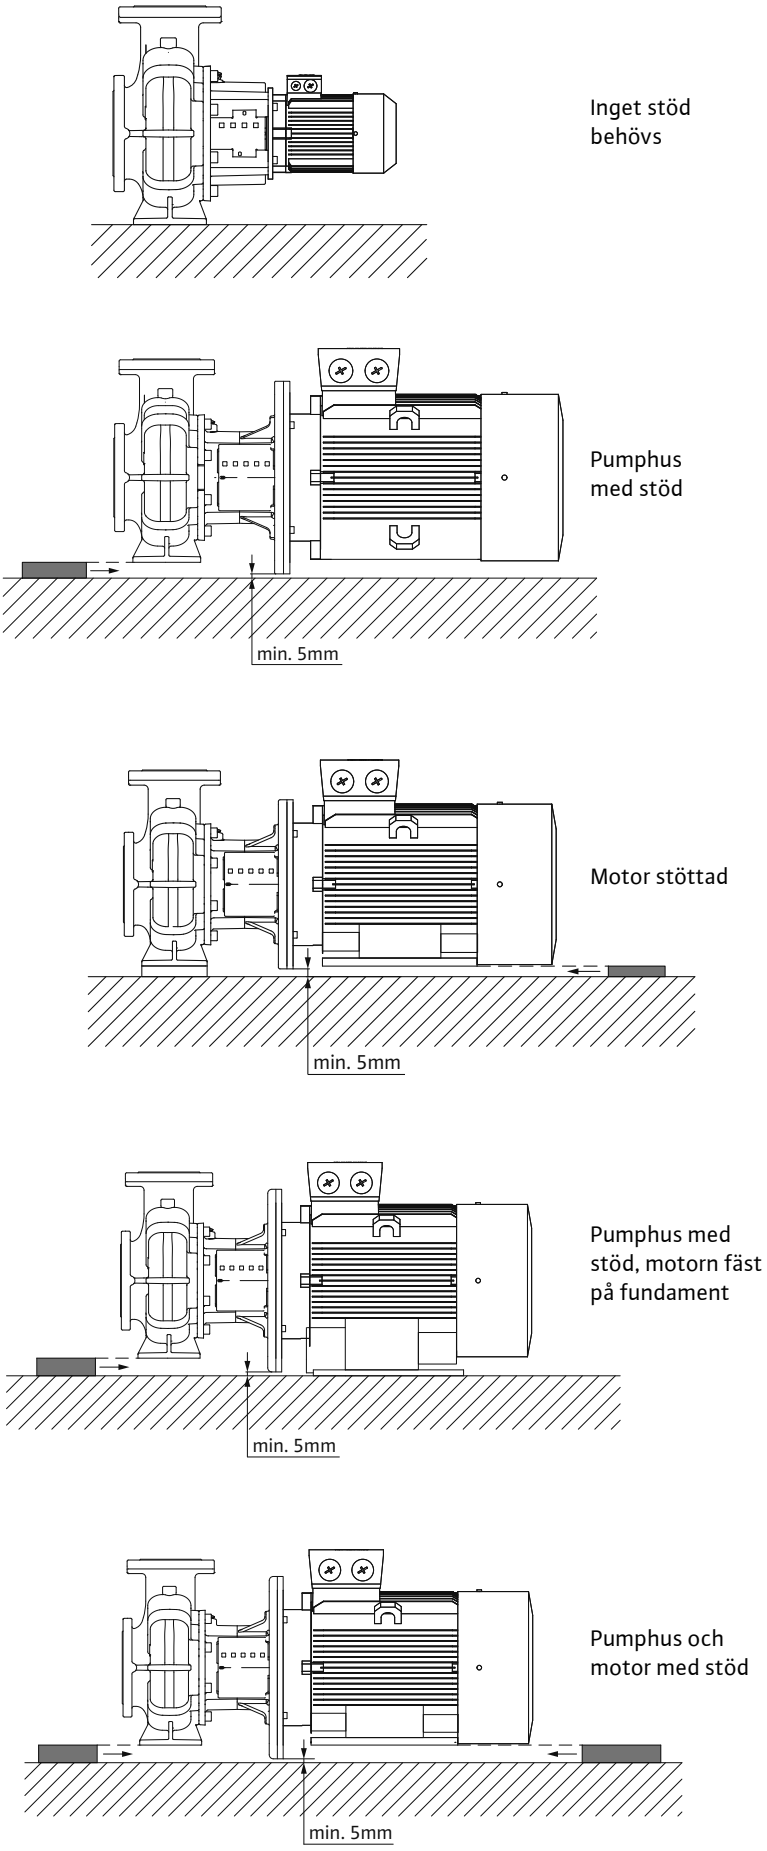

Fig. 14: Monteringsexempel BL
- På pumpar av typen BL måste motorn stöttas fr.o.m. en motoreffekt på 18,5 kW, se monteringsexempel BL (Fig. 14).